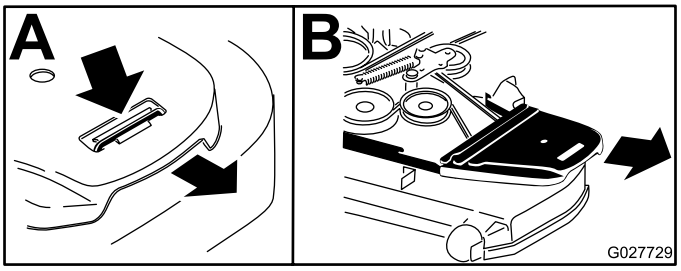

Figuur 81
6. Verwijder de aandrijfriemkappen en de bijbehorende bouten (Figuur 81).